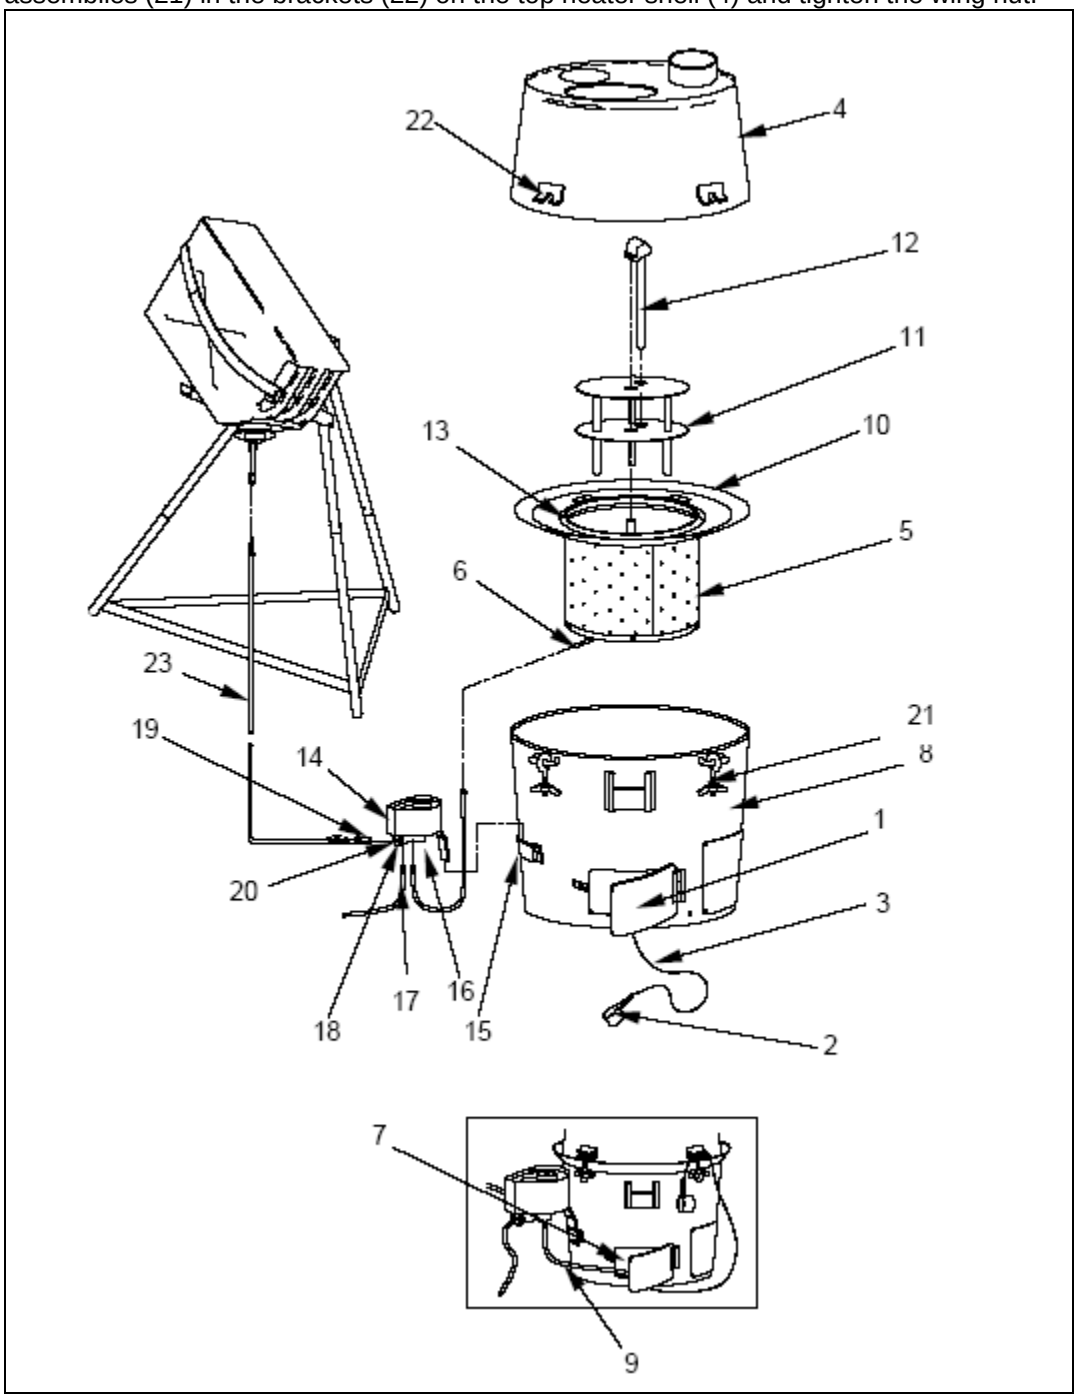

Figure 13
a. Install and assemble the heater. (see Figure 13)